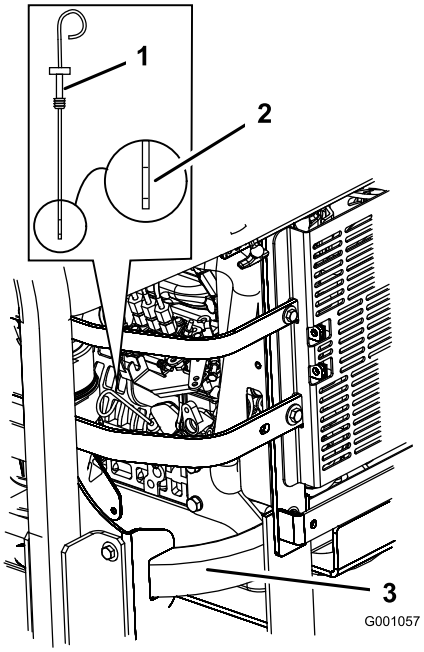

Figuur 33
3. Maak de omgeving van de peilstok schoon (Figuur 33), zodat er geen vuil in de vulopening kan komen, waardoor schade aan de motor kan ontstaan.
4. Trek de peilstok eruit en veeg het metalen deel schoon (Figuur 33).
5. Schuif de peilstok helemaal in de vulbuis. Trek de peilstok uit en controleer het oliepeil op het metalen deel (Figuur 33). Als het oliepeil te laag is, moet u langzaam net genoeg olie in de vulbuis gieten totdat het peil de Vol-markering bereikt.